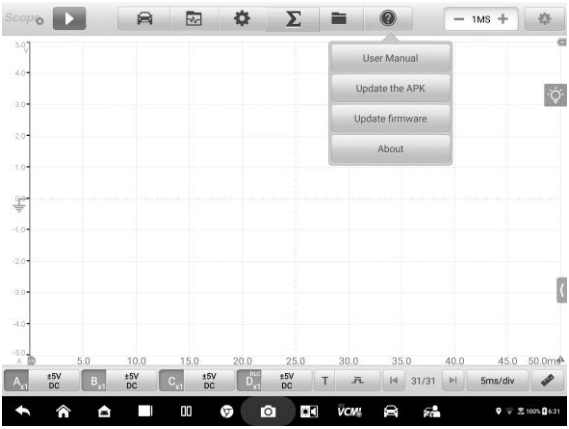

Figure 9-4 ***Help Screen***
1. Tap the **Help** button on the upper toolbar of the screen. A dropdown menu displays. (*Figure 9-4*)